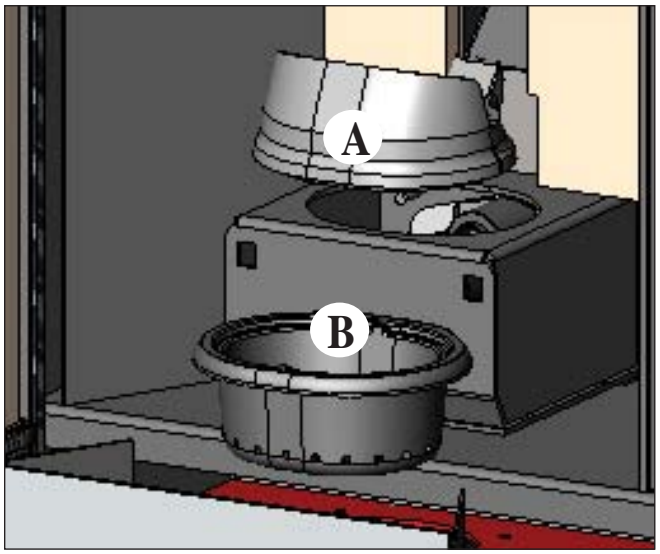

fig. 1
Après le nettoyage normal, l'accouplement INCORRECT du creuset supérieur (A) (fig. 1) **avec le creuset inférieur (B)** (fig. 1) **peut compromettre le fonctionnement de la chaudière.**